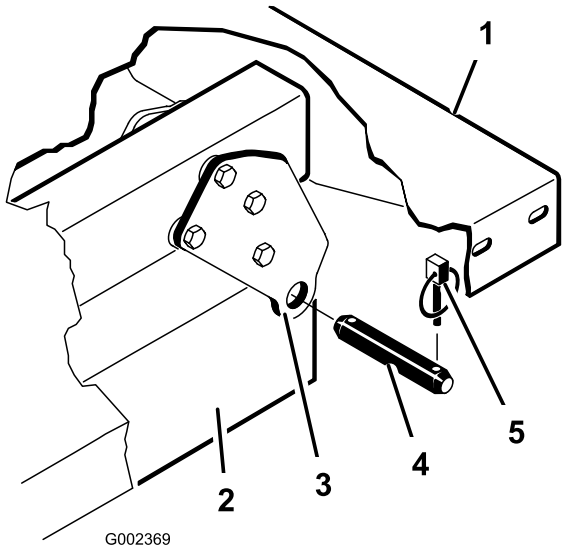

Figur 12
Bemærk: Sørg for, at de bageste drejeplader boltes til bundstellet/kanalen, så den lave ende vipper bagud (Figur 12).
2. Anbring forsigtigt ladet på køretøjsstellet, og anbring hullerne i ladets bageste drejeplade på linje med hullerne i den bageste stelkanal. Monter (2) gaffelbolte og ringstifter (Figur 12).
3. Sørg for, at ladet er sænket, og fastgør hver cylinderstangsende til de relevante riller på ladmonteringspladerne med en gaffelbolt og en ringstift. Sæt gaffelbolten på fra ladets yderside med ringstiften udad (Figur 12). De bageste riller er til montering af fuldt lad, og de forreste riller er til montering af 2/3-lad.